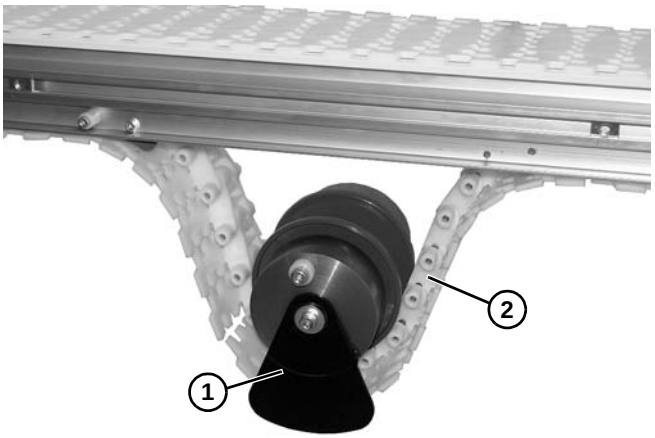

Figure 95
5. Remove idler pulley assembly **(Figure 95, item 1)** from belt **(Figure 95, item 2)**.